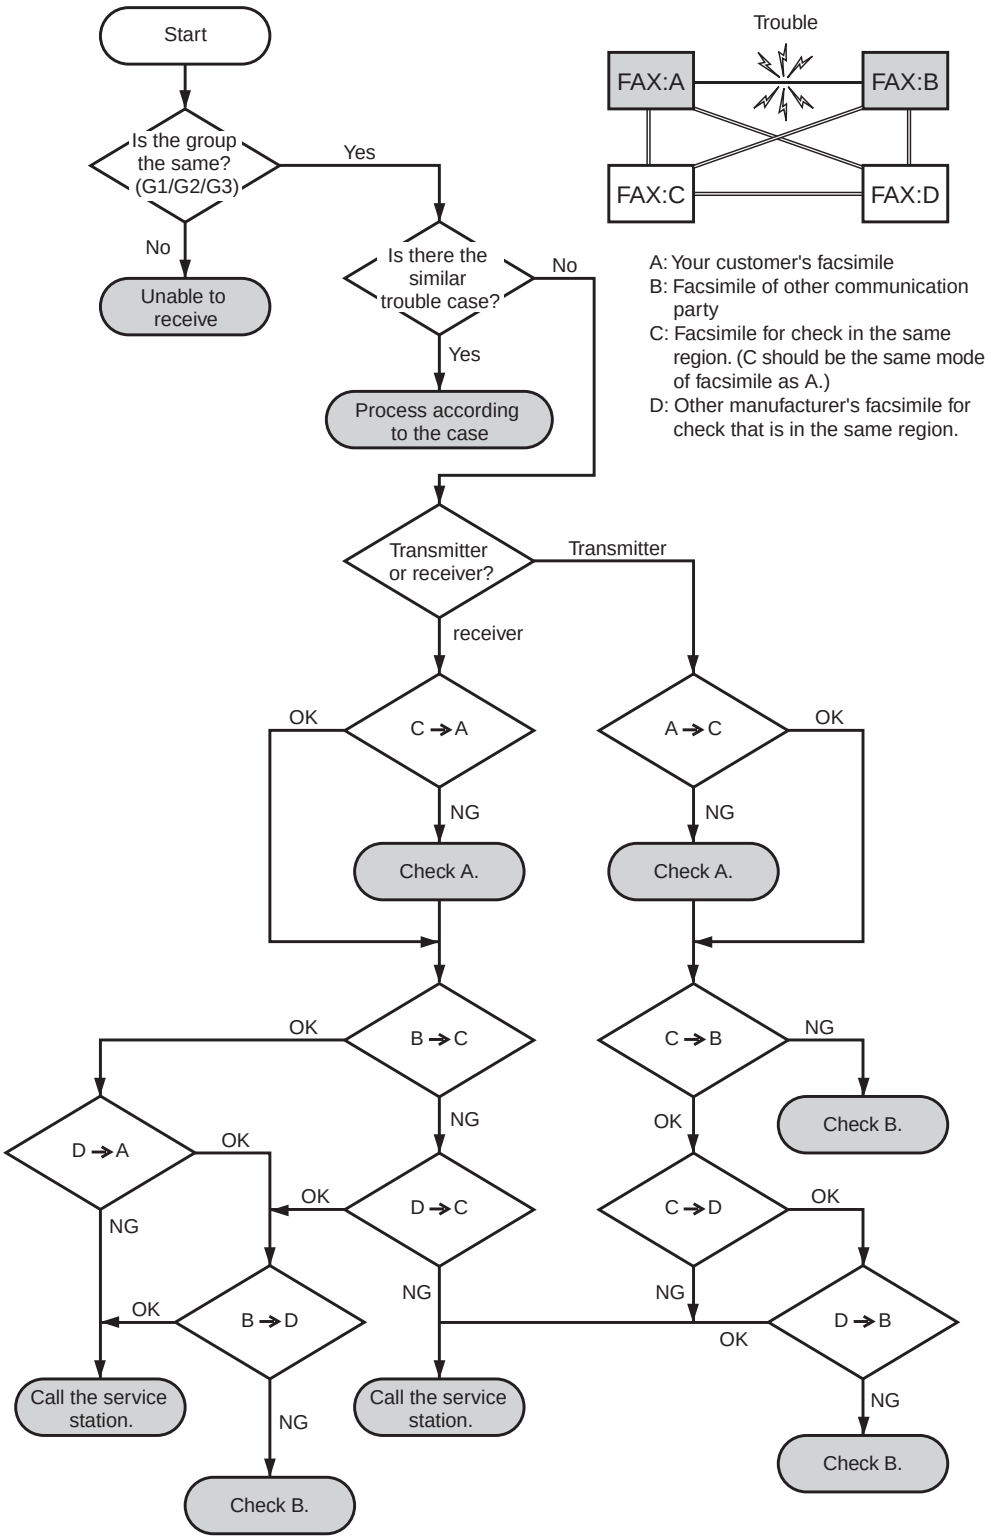

Figure 4-13 Flowchart for Processing Communication Troubles with other manufacturer's facsimile
If the other party's facsimile is that of another manufacturer and there is nothing wrong with your customer's machine, it is recommended that you ask your customer to contact the facsimile user of the other party, so that the other party's facsimile is checked by the dealer. "Call the service station" in the flowchart (Fig.4-13) means that problems may occur with regard to the communication compatibility of facsimile, consult the matter with the staff in charge at the service station. To quicken the resolving of the problem, report the information listed in (1) above.